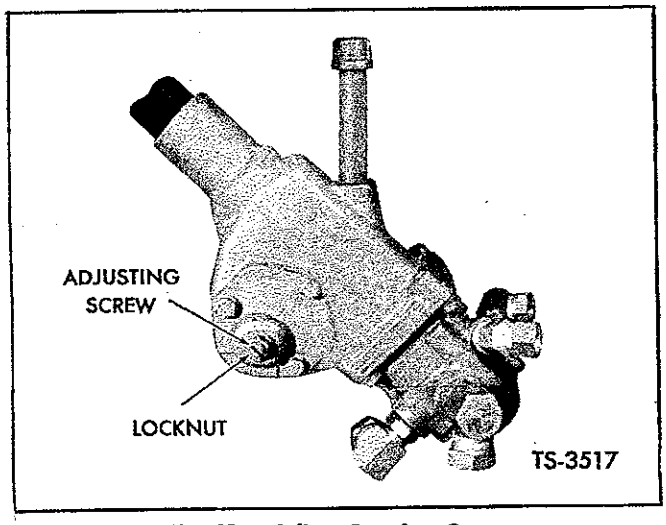

Fig. 49. Adjust Steering Gear
4. Loosen locknut and turn adjusting screw clockwise to increase pull at wheel, counterclockwise to decrease the pull. See Figure 49. Reset locknut and recheck pull, as it must be within the specified limits after the locknut is tightened.